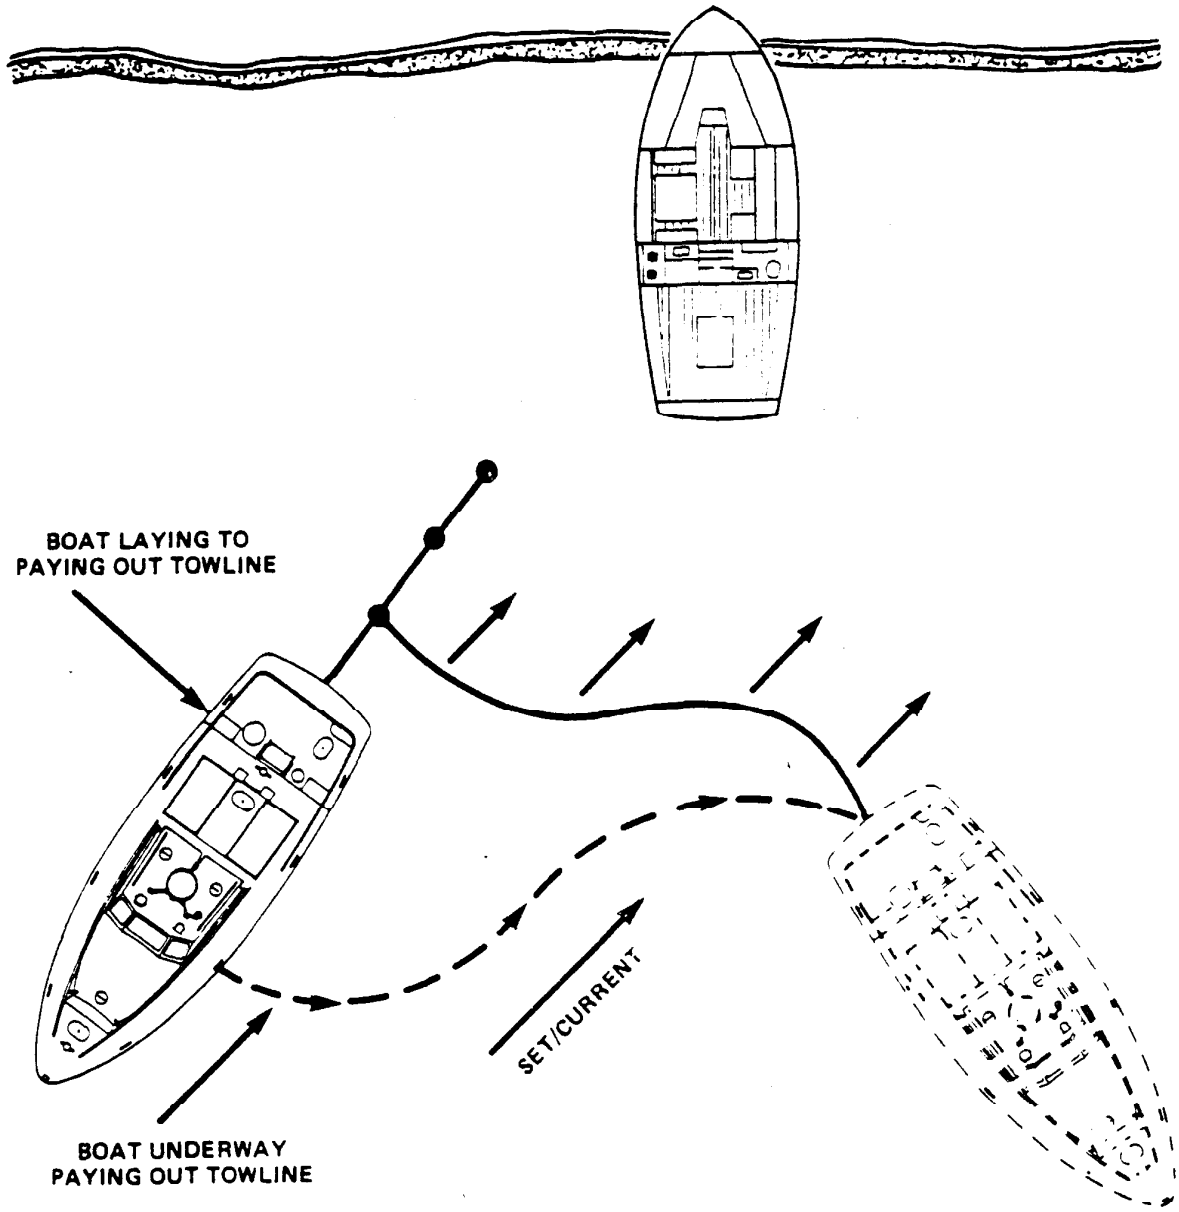

Figure 12-40 Floating the Messenger/Towline
(1) Determine the direction of current
(2) Consider anchoring your boat at a safe distance and back down toward the stranded boat paying out slack in your anchor line.
(3) Pass a messenger line to the boat. The messenger can be buoyed and floated to the stranded boat. (See Figure 12-40). Your boat's screws can become fouled however, unless you do this carefully, resulting in your boat running aground. Do not attempt to float the end straight down to the boat; pay it out approximately parallel to the shore and follow the steps below.